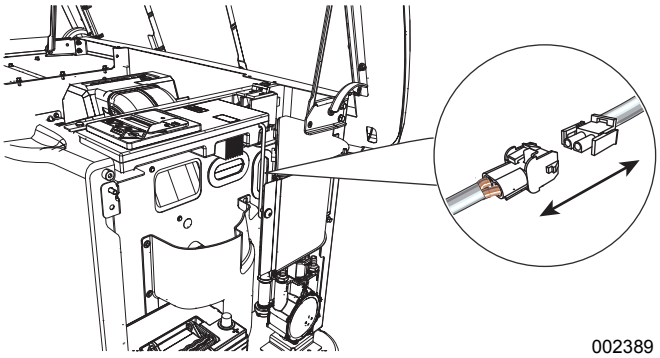

Figure 7-1. Débranchez le câble du chargeur de la batterie
7. Voir ***Figure 7-1***. Débranchez le câble blanc du chargeur de la batterie.
1. Voir ***Figure 7-1***. Branchez le câble blanc du chargeur de la batterie.